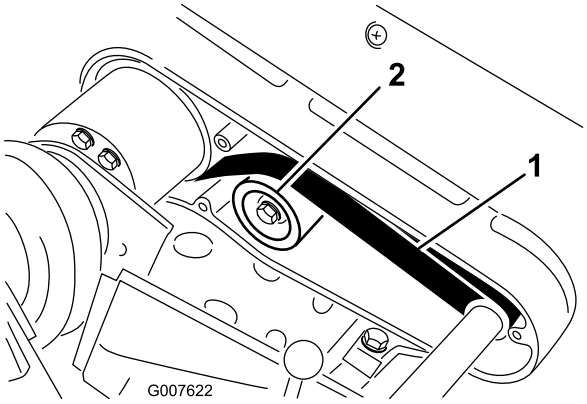

Figura 42
2. Verifique a tensão pressionando a correia a meio curso entre as polias (Figura 42) com uma força de 22-26 N. A correia deverá flectir-se 6 mm.
A. Desaperte a porca de montagem da polia intermédia e incline-a para o lado de trás da correia até que obtenha a tensão desejada da correia (Figura 42).